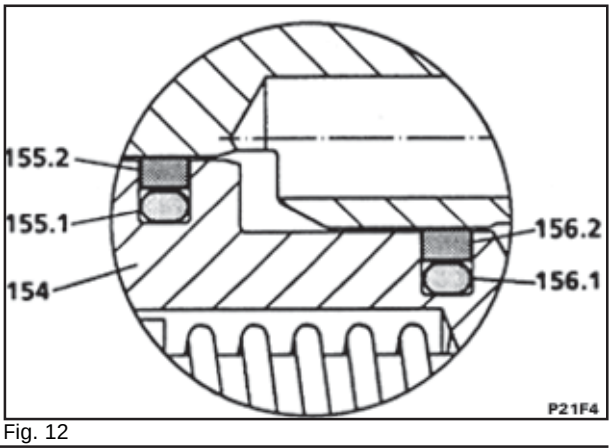

Fig. 12
Aplicar um pouco de óleo hidráulico nos retentores do êmbolo (155 + 156). Inserir os O-rings (155.1 + 156.1, fig. 12) nas ranhuras do êmbolo (154), sem torcer os anéis.
Colocar a luva de montagem longa (S53). Posicionar o retentor do êmbolo (155.2, fig. 12) e empurrar para dentro da ranhura do êmbolo com a luva de expansão (S55).
Colocar a luva de montagem curta (S54). Posicionar o retentor do êmbolo (156.2 fig. 12) e empurrar para dentro da ranhura do êmbolo com a luva de expansão (S55).